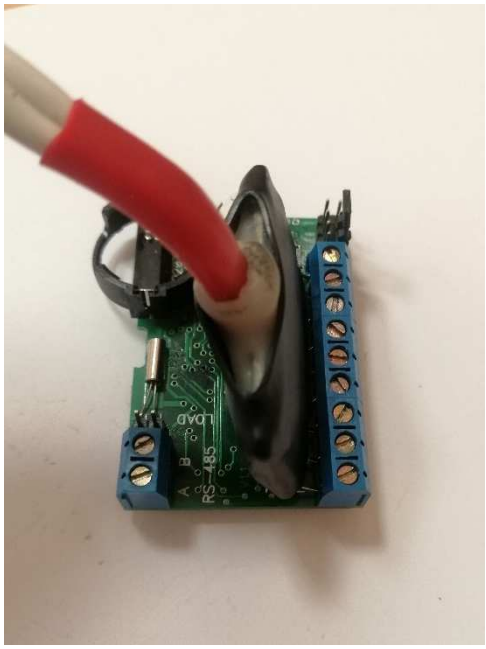

Рис.3 Подключение кабеля Z-5R NET к плате.
- Подключить 9 контактов разъема кабеля Z-5R Net к плате, как показано на рис.3.